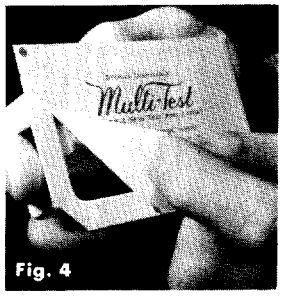

Fig. 4
1. Grasp container cover at point identified by blue dot and peel back cover. Remove sterile MULTI-TEST applicator from container. See Figure 4.